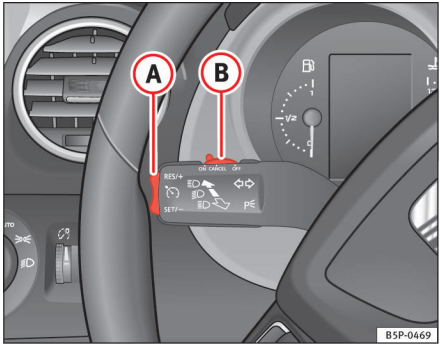

Fig. 132 Blink- og fjernlysarm: kontakt og vippeknap til fartpilot
- hvis kontakten (B) trykkes til position CANCEL, uden først at holde den stille i position OFF. Efter at have været trykket til position CANCEL, går kontakten automatisk tilbage til udgangspositionen, så snart den slippes.
Hvis du vil aktivere fartpiloten igen, skal du slippe bremse- eller koblingspedalen eller reducere bilens hastighed til under 180 km/h og trykke én gang på den øverste del af vippeknappen **RES/+** ⇒ side 168, fig. 132 (A).